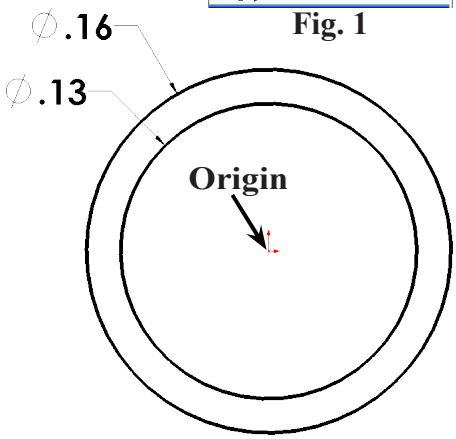

Fig. 2
Step 4. Draw **two circles** starting at the Origin , **Fig. 2**.
Step 6. Dimension diameters, **Fig. 2**.